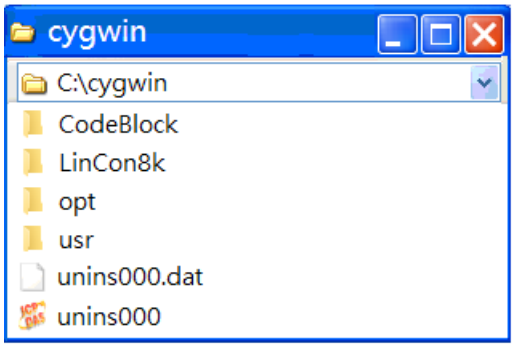

Fig. 2-9
6. Open the LinPAC PXA270 SDK installation directory, the default data directory location is “**C:\cygwin**”, user can see the contents of folder. Refer to Fig 2-9.